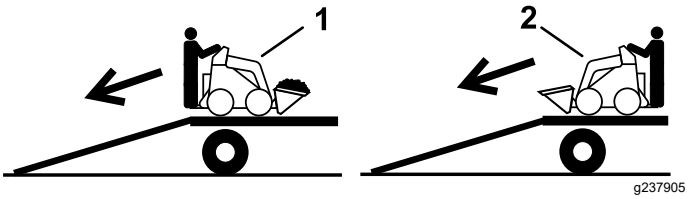

Figuur 15
2. Rij de machine van de aanhanger met de zwaarste kant naar de bovenste zijde van de oprijplaat gericht, en zorg dat de lading onderaan zit (Figuur 15).